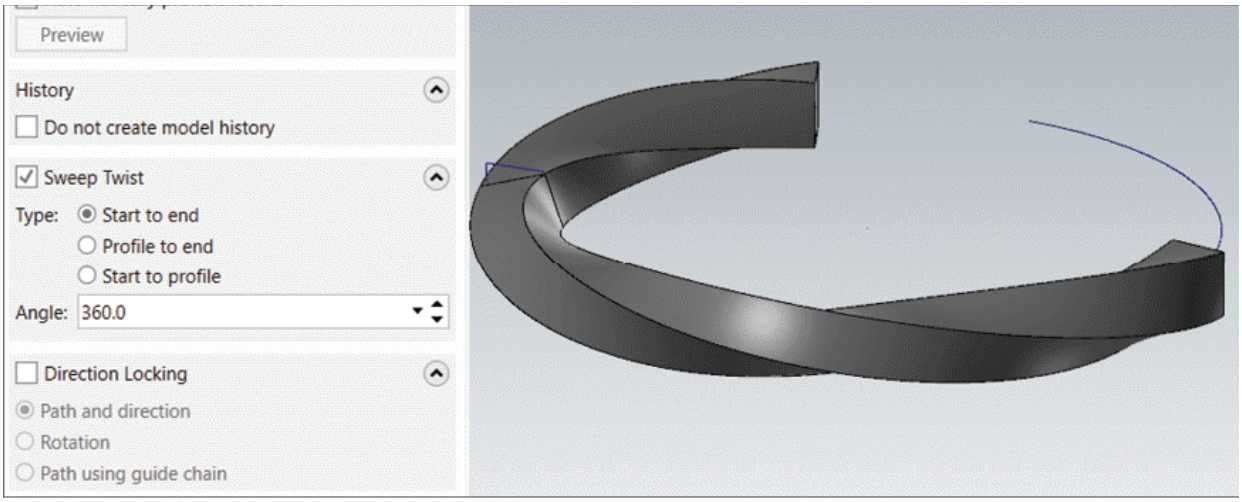

Figure-28. Twisted sweep solid feature
- Select the **Sweep Twist** check box to twist the profile along selected path. Note that the path must be open chain for using twist feature; refer to Figure-28.